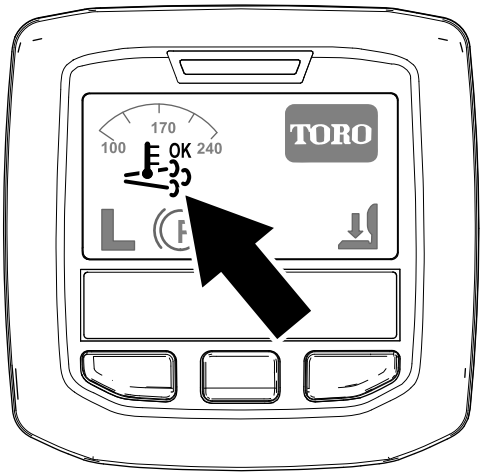

Figuur 39
- Het pictogram ondersteunde/reset regeneratie verschijnt op het InfoCenter (Figuur 39).